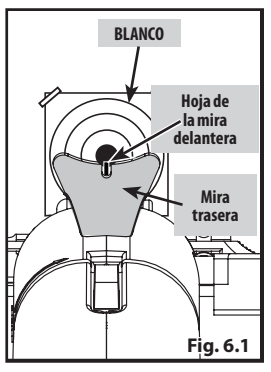

Fig. 6.1
3. El rifle de aire está apuntado correctamente cuando la hoja de la mira delantera está posicionada exactamente en el centro de la muesca de la mira trasera. La diana debe verse como si descansara sobre la mira delantera (Fig. 6.1)